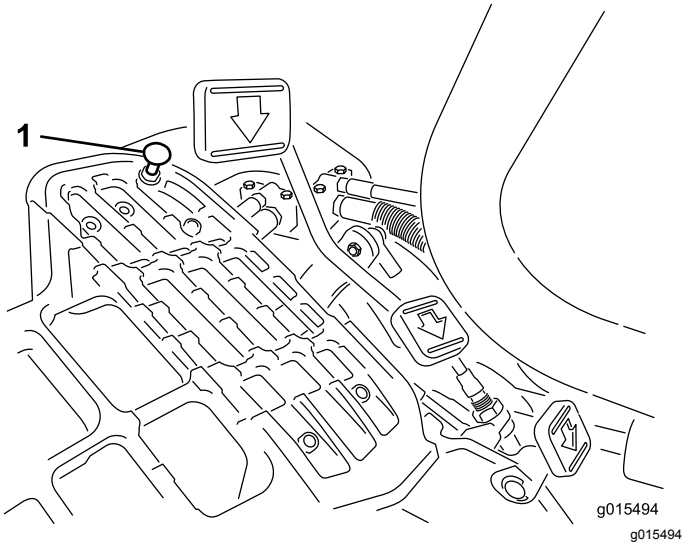

Rysunek 41
Aby uzyskać maksymalną prędkość transportową, należy ustawić dźwignię sterowania funkcją w pozycji TRANSPORTOWEJ i nacisnąć do końca pedał jazdy. Jeśli pedał dotyka ogranicznika (Rysunek 41), zanim da się wyczuć naprężenie linki, wówczas należy dokonać regulacji w następujący sposób:
1. Ustaw dźwignię sterowania funkcją w pozycji TRANSPORTOWEJ i poluzuj nakrętkę zabezpieczającą mocującą ogranicznik pedału do płyty podłogowej (Rysunek 41).